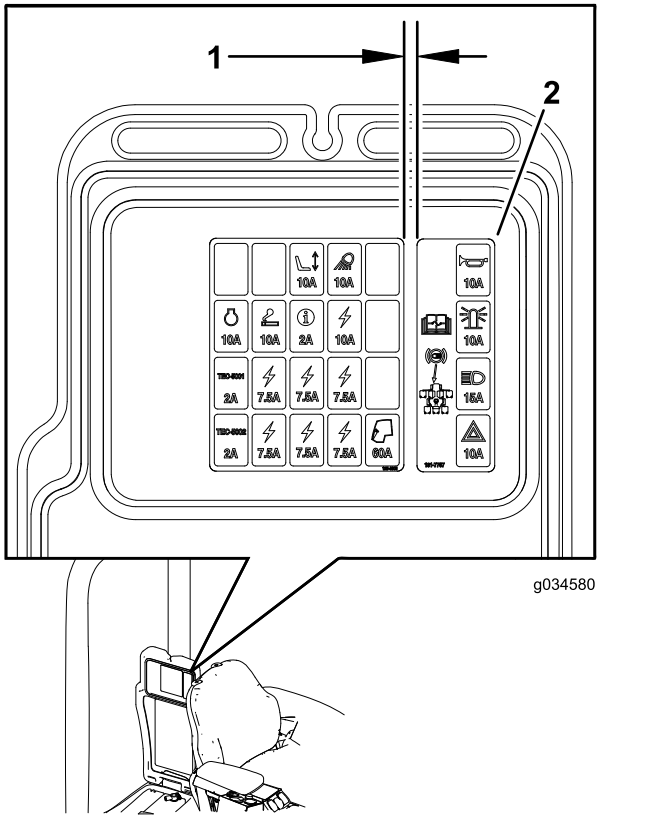

Bild 33
2. Bringen Sie den Sicherungskastenaufkleber auf der Staufachabdeckung an (Bild 33).